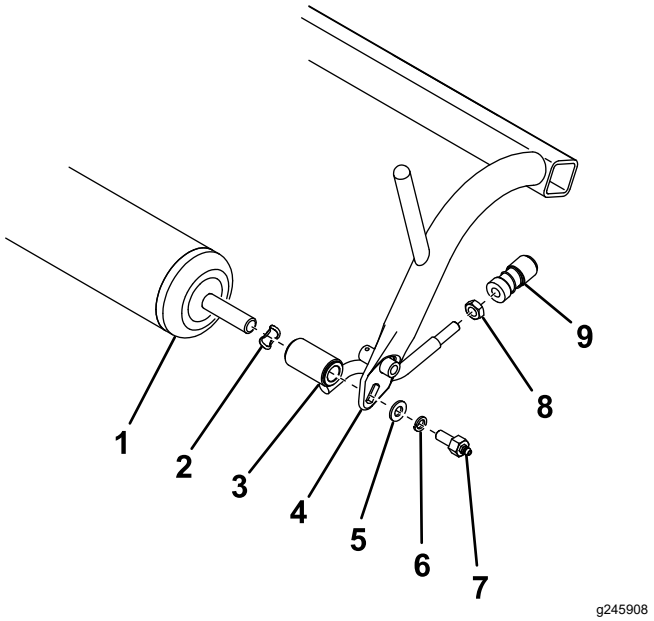

Bild 1
2. Entfernen Sie die Rolle, Federscheiben, die Zuglenker, Flachscheiben, Sicherungsscheiben und die Schmierschrauben vom Zugrahmen (Bild 1).
3. Entfernen Sie die Kugelgelenkaufnahmen von den Zuglenkern und bewahren sie auf (Bild 1). Werfen Sie all vorher entfernten Befestigungen, außer der Rolle und den Kugelgelenkaufnahmen, weg.